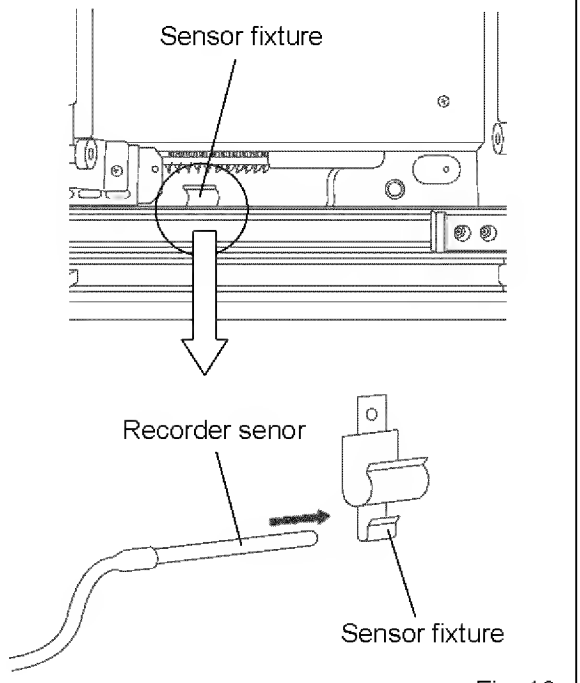

Fig. 18
7. Fix the recorder sensor to the sensor fixture. [Fig. 18]